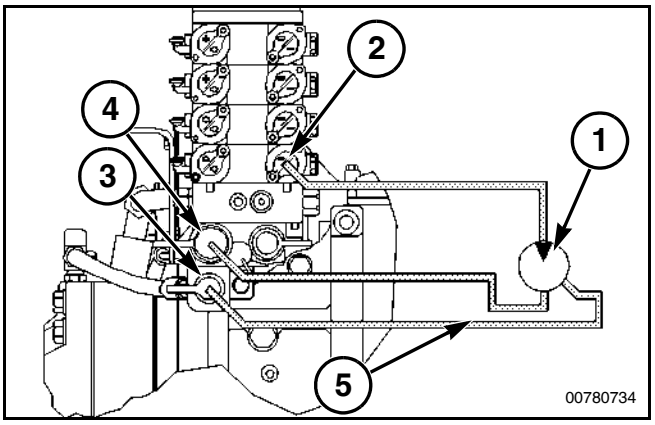

Рис. 177
Рис. 177: обратная магистраль гидравлического мотора может быть подсоединена к системе отбора гидравлической мощности для внешних потребителей. Подсоедините шланг высокого давления к разъему - (2).